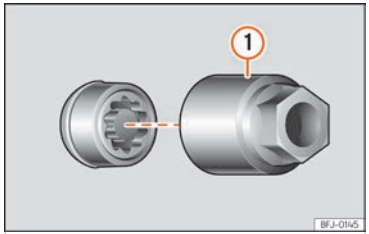

Fig. 225 Caragol antirobatori de la roda amb caputxó i adaptador.
- Encaixeu l'adaptador especial ››› **fig. 225** ① (eina de bord ››› **pàg. 306**) en el caragol antirobatori de la roda fins al límit.